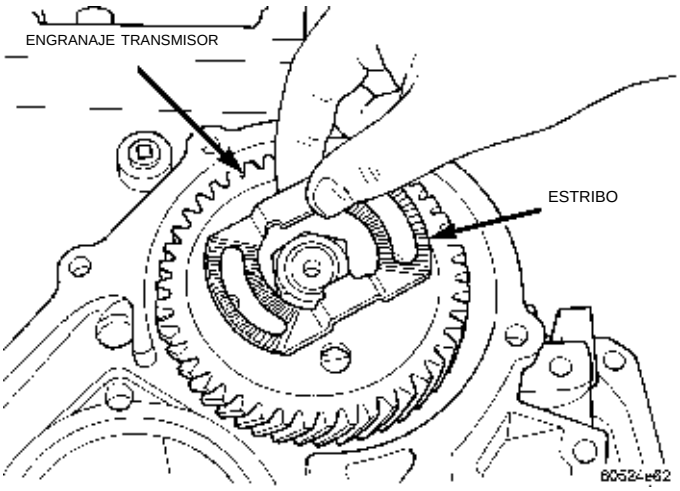
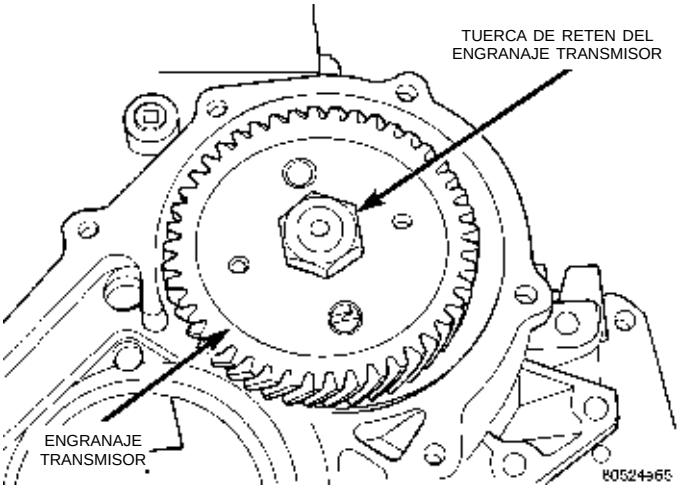

Fig. 156 Extracción del estribo del engranaje
Fig. 157 Estribo y brida retirados del engranaje transmisor
(4) Retire el estribo del engranaje transmisor (Fig. 156) (Fig. 157).